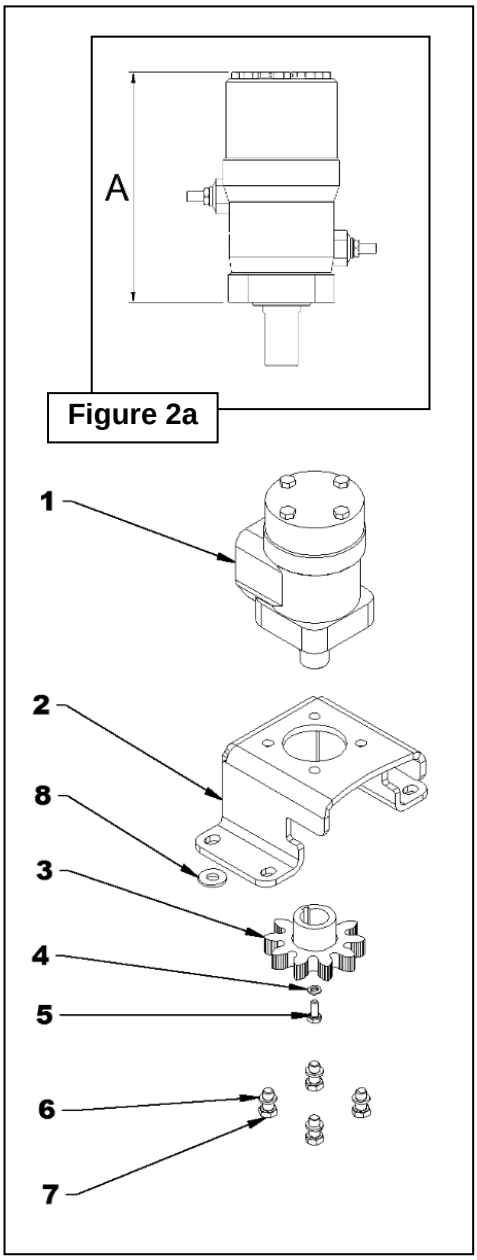

Figure 2a
3. **Figure 2a** : À cette étape vérifier la hauteur (A) du moteur de rotation tel qu'illustré. Si la dimension de (A) est de plus de 6" passer à l'étape 6. Si la dimension de (A) est d'environ 5.3", vous devez changer le moteur pour un moteur plus puissant. Le moteur à utiliser est un moteur de 250cc qui porte le numéro 3910103.
4. **Figure 2a** : Retirer l'engrenage et sa quincaillerie 1/4" (items 3-4-5). Désassembler le moteur et le protecteur d'engrenage en retirant les boulons 3/8" et rondelles plates (items 6-7).
5. **Figure 2a** : Installer le nouveau moteur sur le protecteur d'engrenage (item 2).
7. **Figure 2a** : Vérifier l'alignement de la hauteur, entre l'engrenage de la chute et l'engrenage du moteur. Si nécessaire, utiliser des rondelles plates 3/8" (item 8) pour ajuster l'alignement.